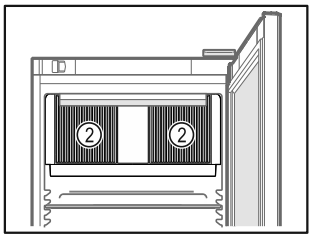

Fig. 57
- ❑ No obstruir la ranura de ventilación *Fig. 57 (2)* del ventilador de recirculación de aire del interior.